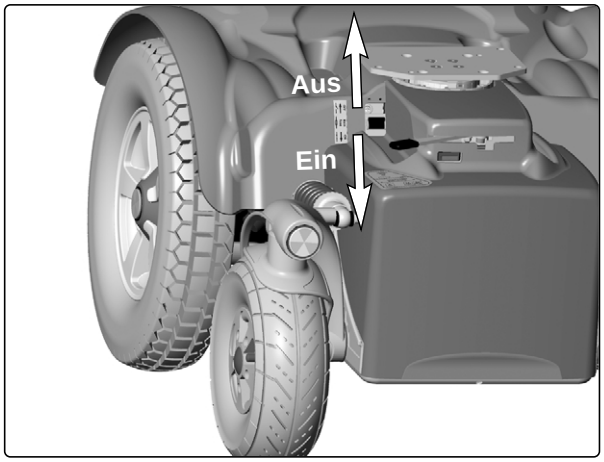

Abb. 6. Hauptsicherung/Batterietrennschalter.
2. Bringen Sie die Hauptsicherung in die Stellung "AUS". Sie ist über eine Öffnung in der Chassisabdeckung zugänglich, s. Abb. 6.
6. Bringen Sie die Hauptsicherung in die Stellung "EIN". Sie ist über eine Öffnung in der Chassisabdeckung zugänglich, s. Abb. 6.
4. Bringen Sie die Hauptsicherung in die Stellung "EIN". Sie ist über eine Öffnung in der Chassisabdeckung zugänglich, s. Abb. 6